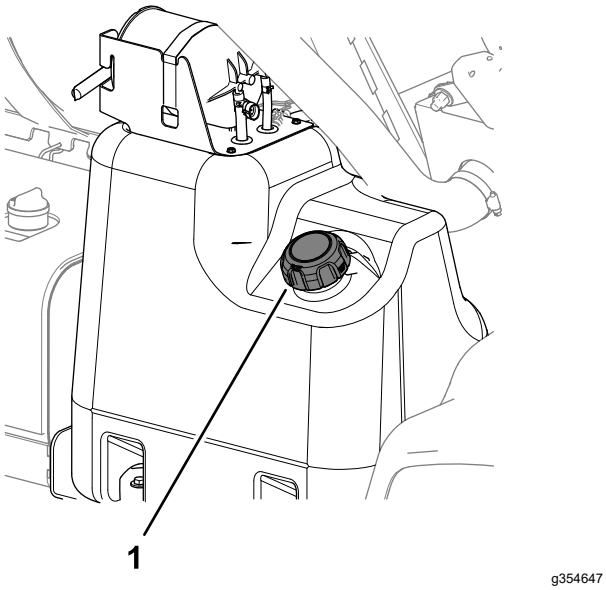

Рисунок 22
2. Очистите поверхность вокруг крышки топливного бака (Рисунок 22).